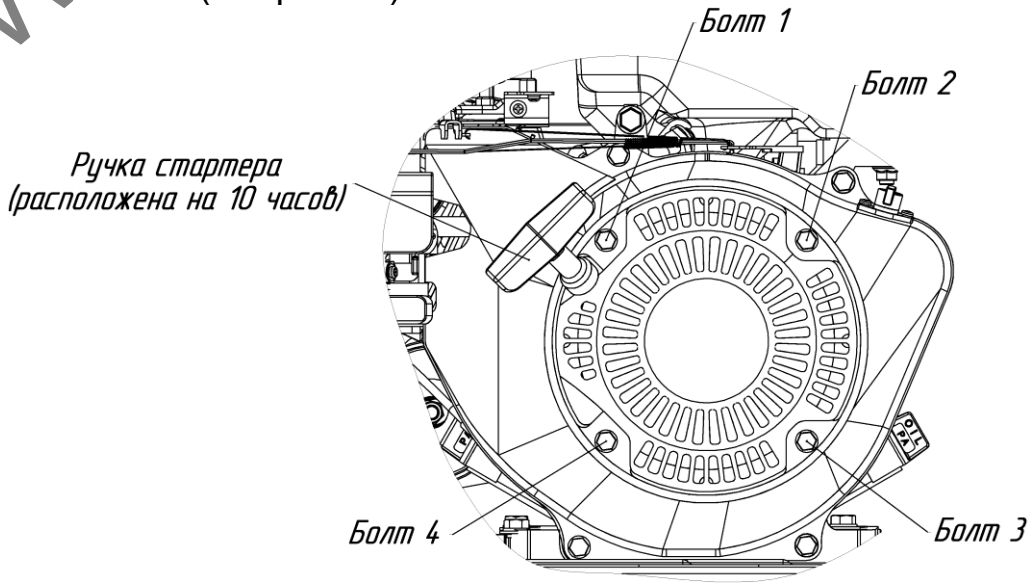

Рис.15 Схема крепления стартера на двигателе
– открутить 4 болта (см. рис.15);
– установить стартер на место таким образом чтобы ручка стартера была расположена на 10 часов (см. рис.15);
– закрутить 4 болта (см. рис.15).